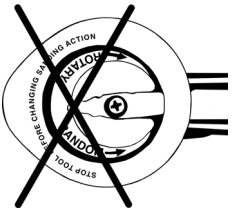

Abb. 1
- **NIEMALS das Werkzeug mit Umschaltknopfstellung zwischen "Random“ und "Rotary“ betreiben (siehe Abb. 1).**